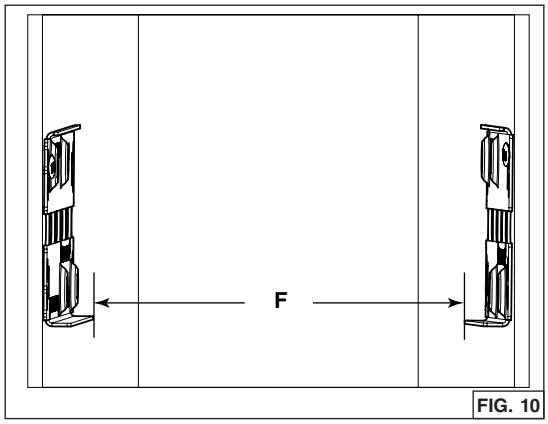

FIG. 10
6. Measure the distance between both bottom bracket edges (**F**) (FIG. 10). The table below shows the approriate distance needed.